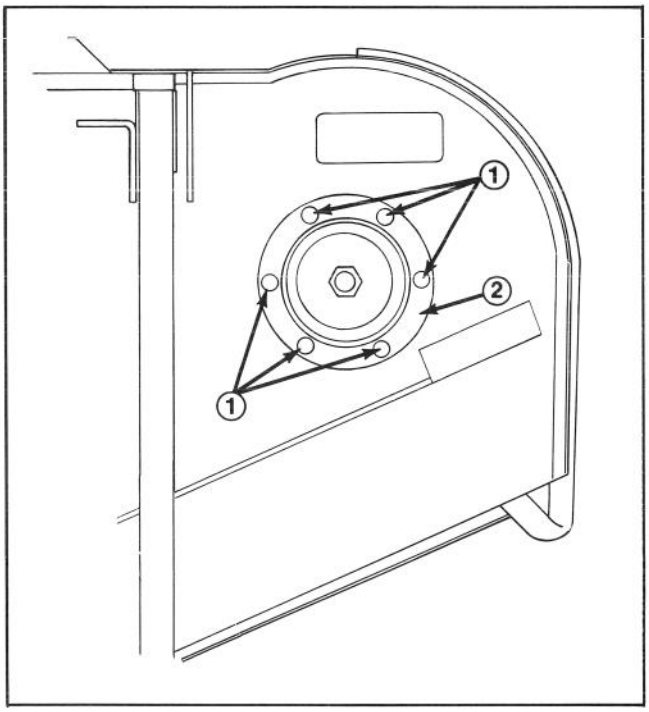

Figure 54
5. Remove six carriage bolts and flange nuts holding spindle housing assembly and support ring against cutting unit (Fig. 54). Slide spindle housing assembly out bottom of cutting unit.
9. Slide pulley end of spindle assembly through hole in cutting unit. Mount spindle assembly in place with support ring and six carriage bolts and flange nuts (Fig. 54).